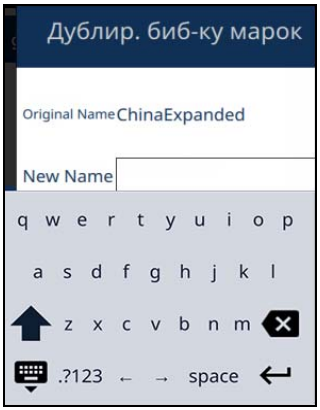

Рис. 2-72 Окно Дублировать библиотеку марок
1. На экране **Биб-ки марок** нажмите кнопку **Дублир.** ( ), чтобы открыть диалоговое окно **Дублир. биб-ку марок** (см. Рис. 2-72 на стр. 79).